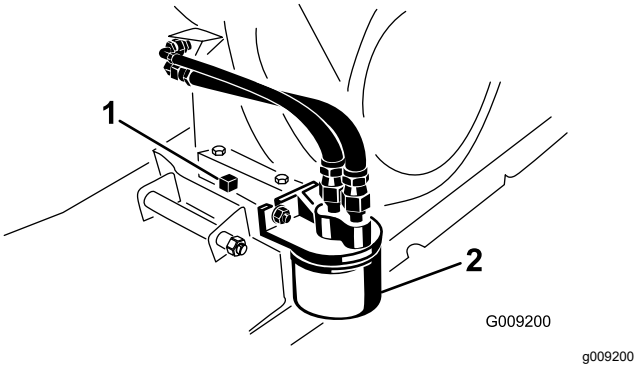

Figur 33
2. Fjern det gamle oljefilteret (Figur 33).
4. Tre det nye filteret på filteradapteren til pakningen kommer i kontakt med monteringsplaten. Stram deretter til filteret med ytterligere en halv til trekvart omdreining (Figur 33).
6. Plasser et tappefat med kapasitet på minst 1,8 liter under tappepluggen (Figur 33).
7. Fjern tappepluggen og tetningen (Figur 33).